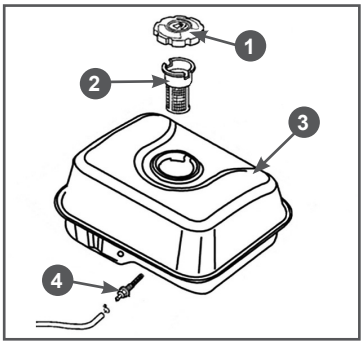
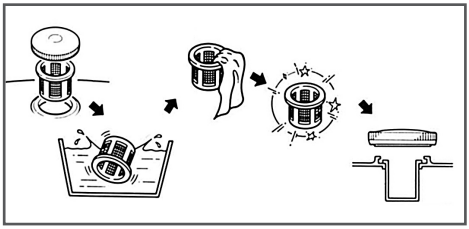

Рис. 22 Расположение топливных фильтров
Рис. 23 Обслуживание фильтра заливной горловины топливного бака
В топливном баке установлены два сетчатых топливных фильтра. Один фильтр устанавливается в заливной горловине топливного бака. Второй фильтр конструктивно объединен со штуцером топливного бака и установлен внутри бака (Рис. 22).
Топливный фильтр 2 (Рис. 22), установленный в горловине бака, проверяйте при каждой заправке бака топливом. При необходимости вынимайте сетчатый фильтр из бака и производите его очистку (Рис. 23). Регулярно проверяйте целостность сетчатого фильтра, при обнаружении механических повреждений замените сетчатый фильтр.
Через каждые 300 часов работы необходимо производить очистку топливного бака от грязи и конденсата. Одновременно с очисткой топливного бака необходимо проверять и очищать фильтр 4, установленный внутри бака (Рис. 22). Поврежденный или сильно загрязненный фильтр необходимо заменить.
3. Выкрутите из топливного бака выходной штуцер 4 и произведите его очистку (Рис. 22). Внимательно осмотрите сетчатый фильтр. При обнаружении механических повреждений замените штуцер топливного бака.